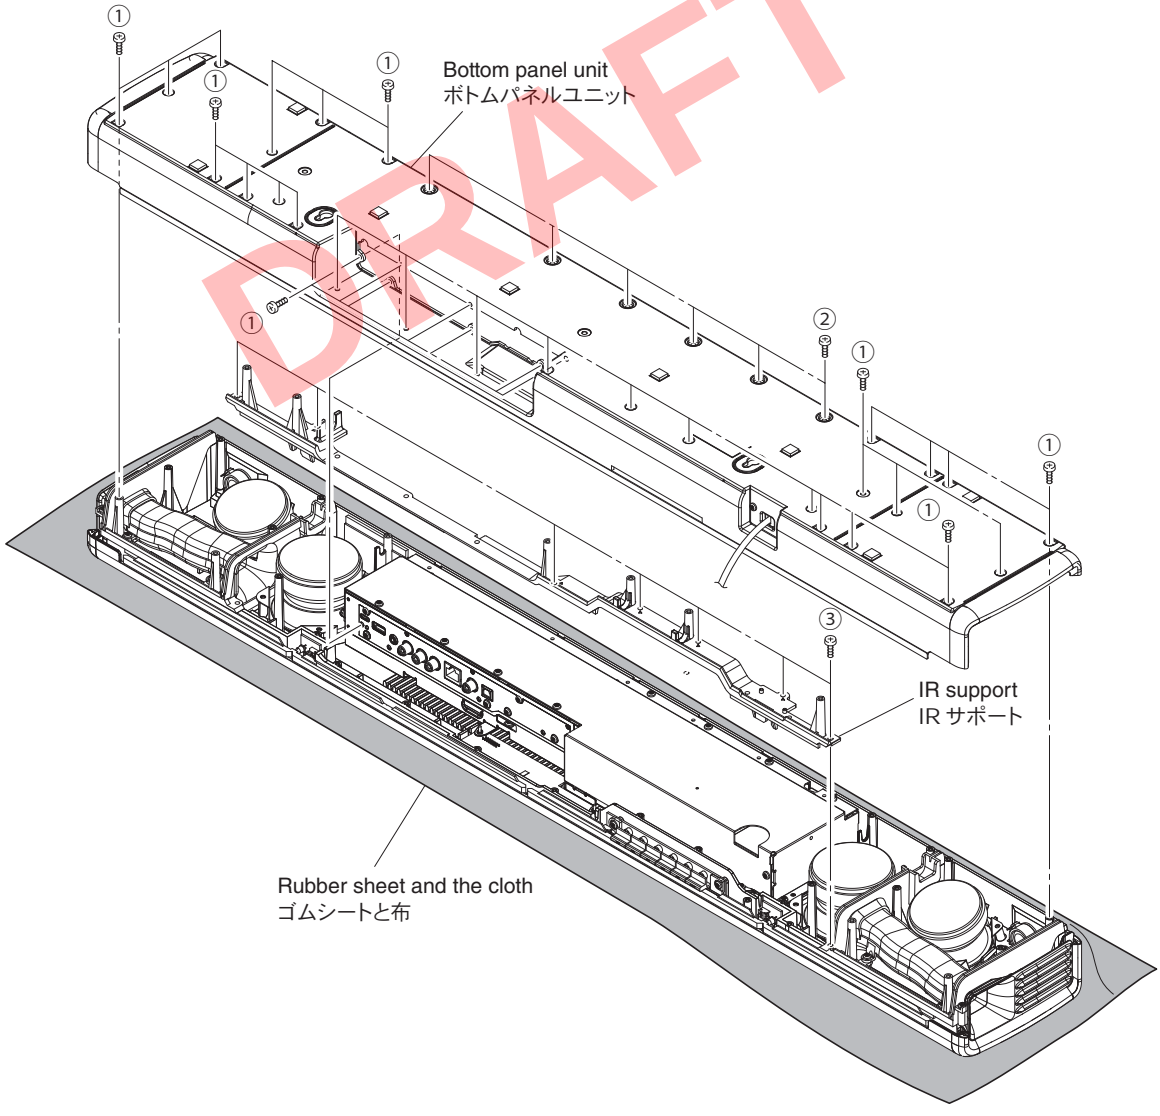

Fig. 1
1. Removal of Bottom Panel Unit (Fig. 1)
b. Remove 34 screws (①) and 6 screws (②).
* At this time, the bottom panel unit cannot be removed completely yet as the power cable (CB701 on POWER (1) P.C.B.) is connected to it.
2. Removal of IR Support (Fig. 1)
b. Remove 7 screws (③).
1. ボトムパネルユニットの外し方（Fig. 1）
b. ① のネジ 34 本、② のネジ 6 本を外します。
2. IR サポートの外し方（Fig. 1）
b. ③ のネジ 7 本を外します。